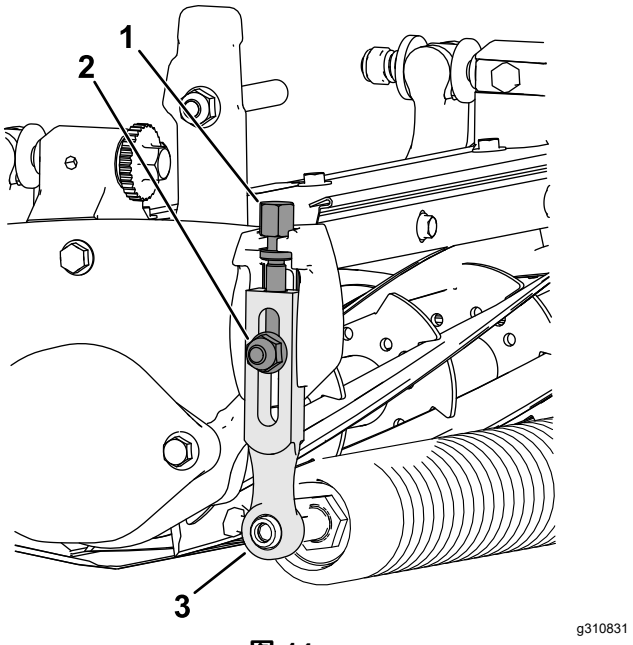

图 14
1. 松开将剪草高度臂固定到滚刀组侧板上的锁紧螺母图 14。